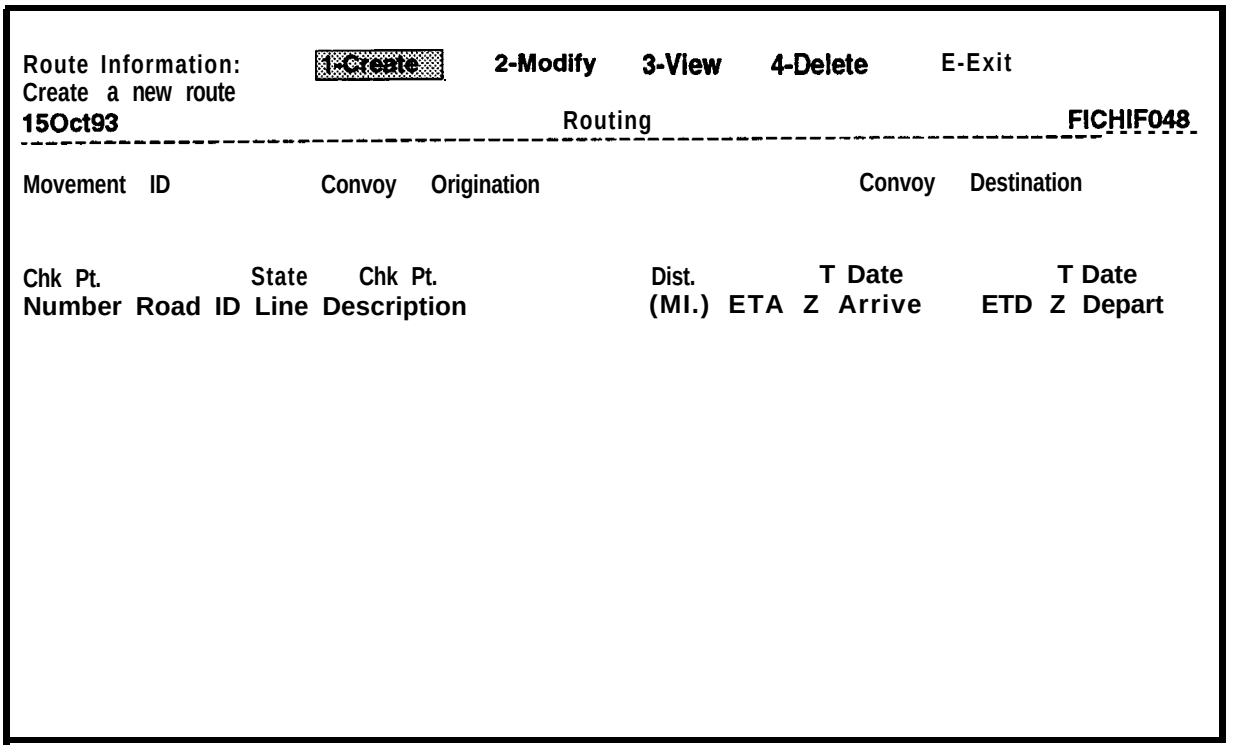

Figure 7-24. Routing Screen with Route Information: ring menu
b. At the Convoy Clearance menu, select **Routing.** You will see the Routing screen and the Route Information: ring menu with **the Create** option highlighted as shown in Figure 7-24.